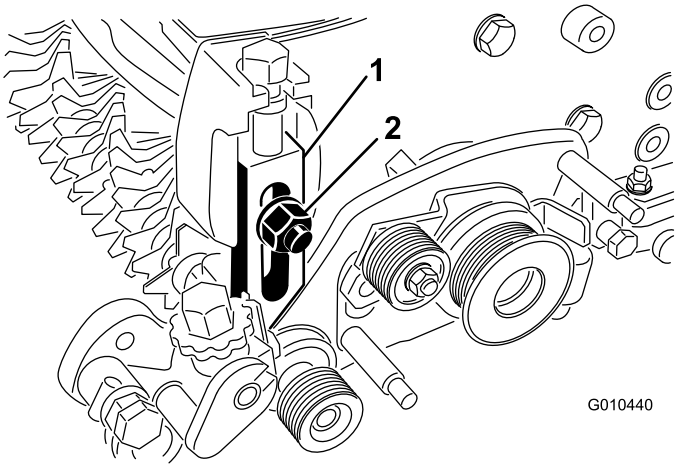

Figura 32
5. Rimuovete il bullone a testa tonda, il dado e la rondella che fissano il gruppo del braccio dell'altezza di taglio alla piastra laterale (Figura 32).